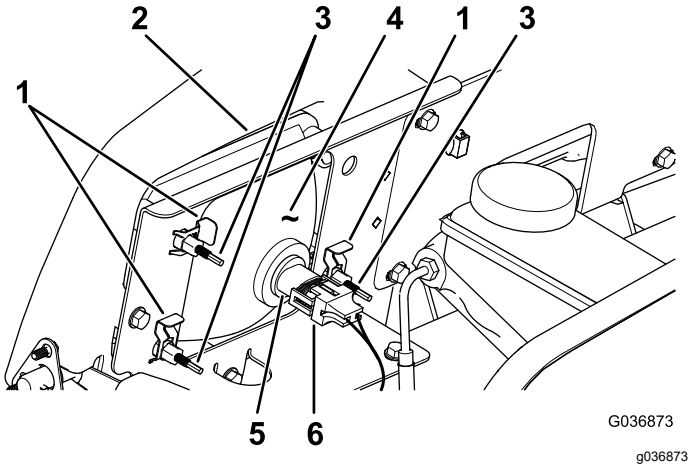

**Figura 53**
3. Desconecte el conector eléctrico del arnés de cables del conector del conjunto de la lámpara (Figura 53).
4. Retire los conectores rápidos que sujetan el faro al soporte del faro (Figura 53).
5. Retire el faro desplazándolo hacia adelante y pasándolo por el hueco del parachoques delantero (Figura 53).
6. Introduzca el faro nuevo a través del hueco del parachoques (Figura 53).
8. Conecte el conector eléctrico del arnés de cables al conector del conjunto de la lámpara (Figura 53).
2. En la parte trasera del faro, gire los tornillos de ajuste (Figura 53) para pivotar el conjunto y ajustar de la posición del haz de luz.